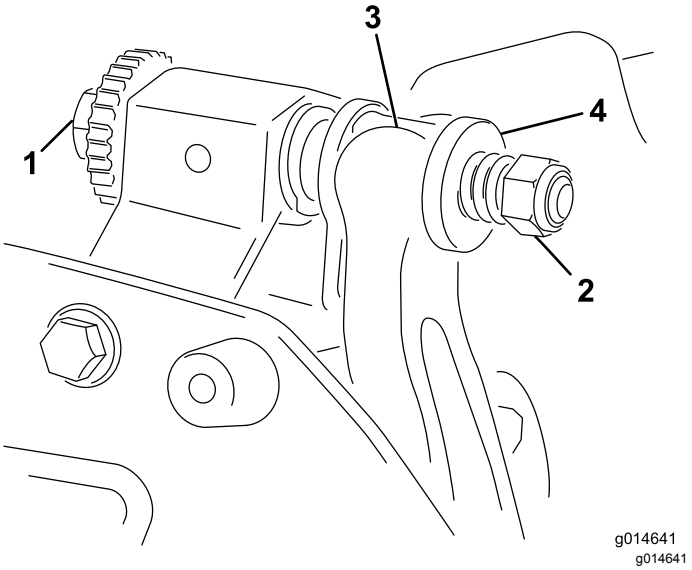

Figur 20
1. Vrid underknivsstångens justerskruv moturs, så att underkniven förs bort från cylindern (Figur 20).
2. För fjäderspänningsmuttern bakåt, tills brickan inte längre är spänd mot underknivsstången (Figur 20).
1. Montera underknivsstången genom att placera fästhandtagen mellan brickorna och underknivsstångens justerskruv (Figur 20).